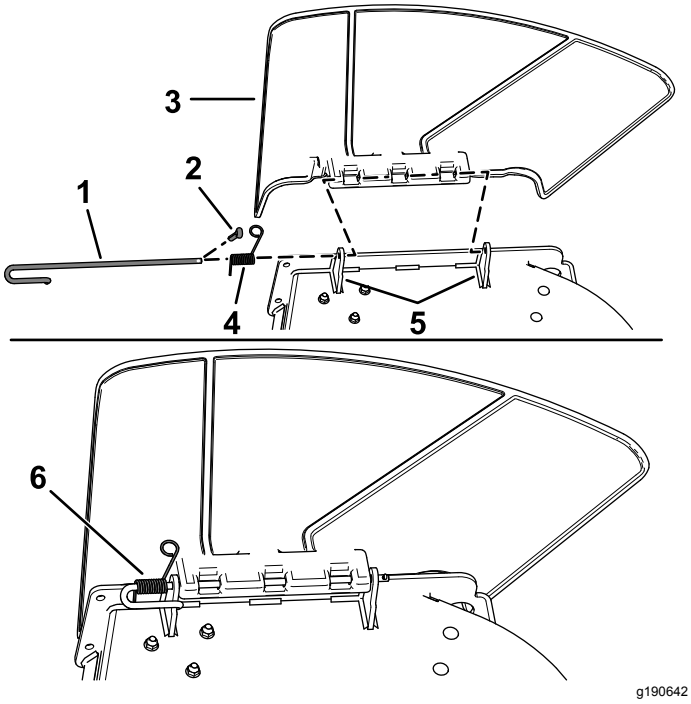

Figur 6
1. Lossa fjädern från spåret i riktarfästet och ta bort saxpinnen (endast CE-modeller). Skjut ut stången ur de svetsade däckfästena, fjädern och utkastarriktaren (Figur 6).
2. Lossa gräsriktaren (Figur 6).